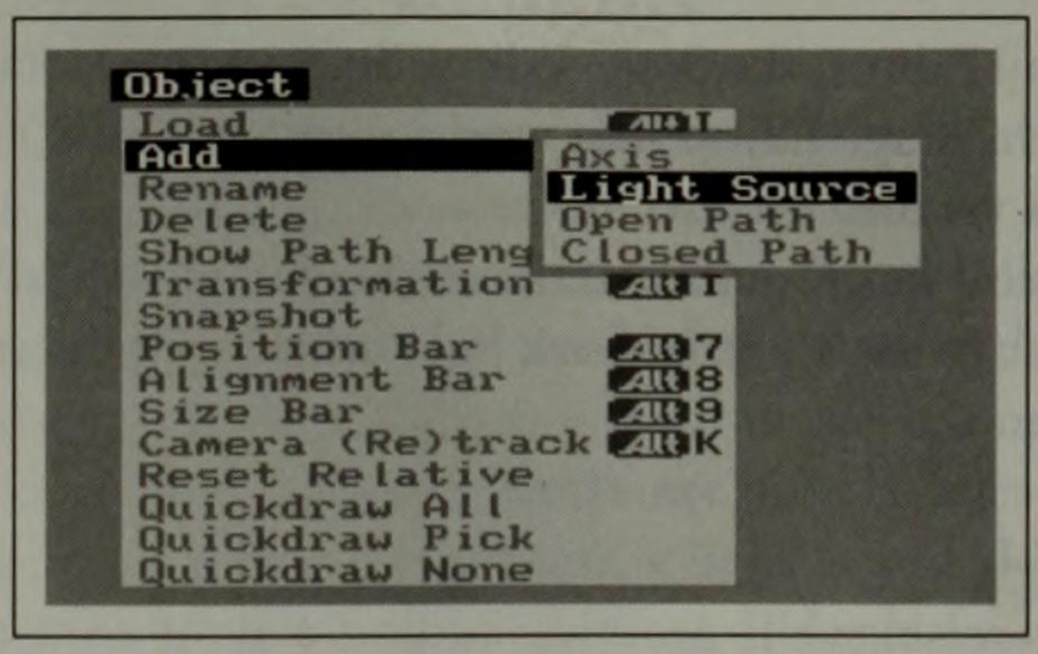

Figure 7-22 The Add submenu
1. Click on Add in the Object menu. A submenu pops on the screen (Figure 7-22).
3. Press (F1) to pick the light source and (M) to move it. Move the light source until it is beside the camera.